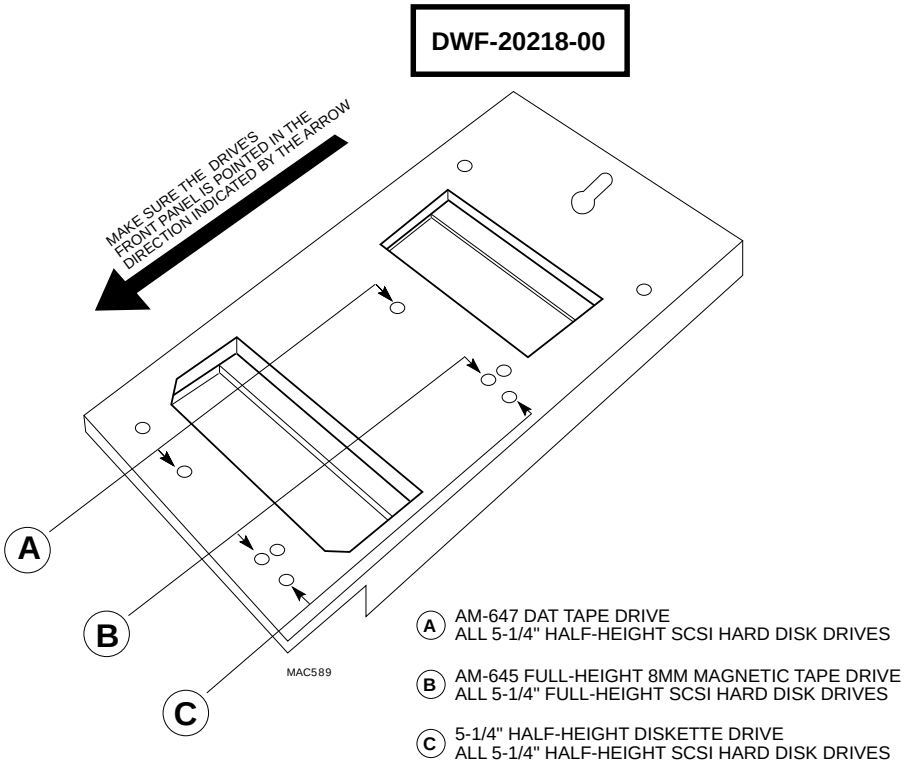

Figure 5. Plastic Mounting Base
3. Align the screw holes on the DAT drive with the designated holes in the plastic mounting base. Make sure the drive's front panel is pointed in the direction indicated by the arrow in Figure 5.